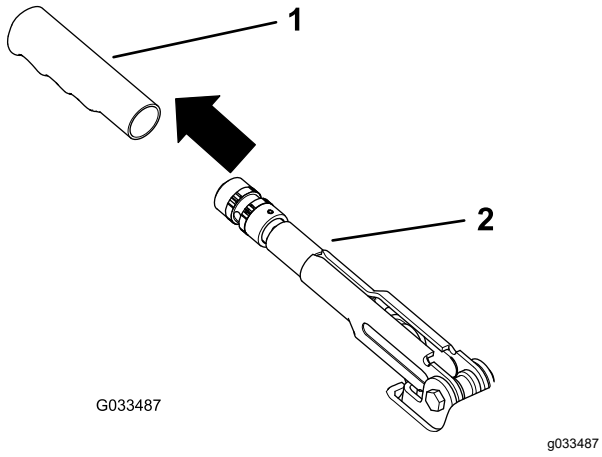

Bild 58
1. Nehmen Sie den Gummigriff vom Feststellbremshebel ab (Bild 58).
5. Befestigen Sie den Gummigriff am Feststellbremshebel (Bild 58).